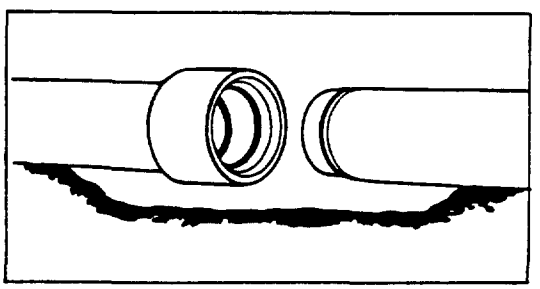

Figure 37
C. Align the ends of each pipe, then separate about two feet (for UNbelled pipe) to allow for assembly. On PREbelled pipe, align pipe end with coupled end. (Figure 37). IMPORTANT: Make sure CERTA-SPACER® band is flush against first shoulder of unbelled end of pipe.